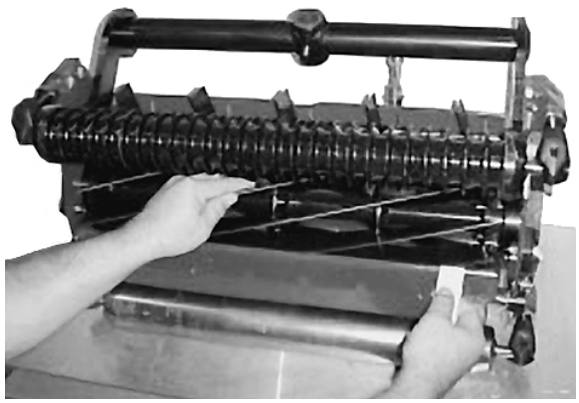

Afbeelding 4
1. Draai de maai-eenheid teruguit om toegang te krijgen tot de messenkooi en snijplaat (Afb. 4).
3. Voer een strook krantenpapier van 2,*Het afstellen van de maaihoogte*5 cm breed in, loodrecht ten opzichte van de snijplaat, en verdraai de messenkooi langzaam in de maairichting om te controleren of de messenkooi het papier doorsnijdt—doe dit voor beide uiteinden van de snijplaat (Afb. 4).